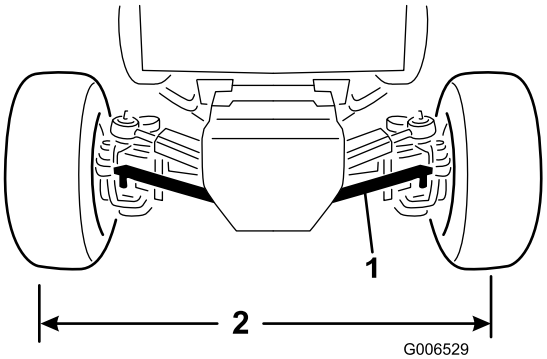

Figur 58
2. Fjern møtrikkerne, der fastgør en af forbindelsesstangens kugleled til monteringsbeslaget på akslen, og kobl kugleleddet fra akslen (Figur 58).
4. Drej styreforbindelsesstangen indad eller udad, indtil afstanden fra midten til midten foran og bag på baghjulene er den samme (Figur 58).